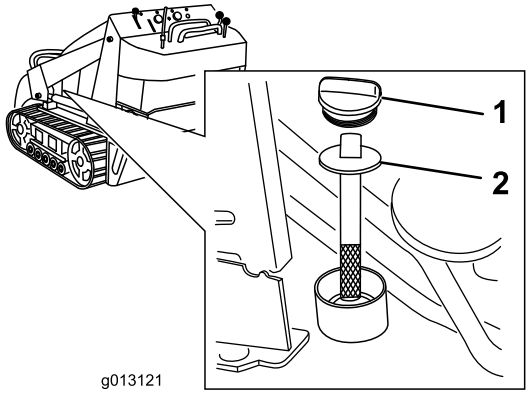

**Figuur 55**
5. Verwijder de dop van de hydraulische tank en de peilstok (Figuur 55).